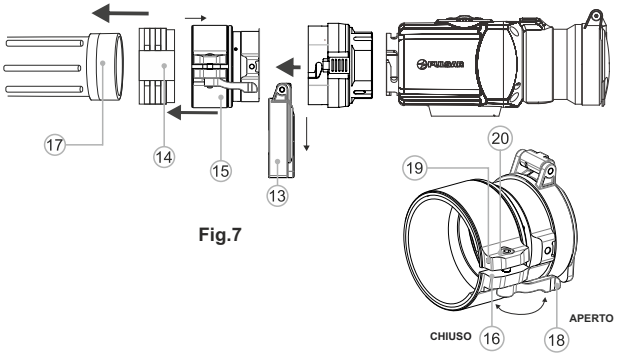

Fig.7
- Posizionare l'inserto **(14)** nell'adattatore **(15)** a fondo **(vedi fig.7).**
- Installare saldamente l'adattatore con l'inserto sulla lente dell'obiettivo **(17)** del cannocchiale diurno **(fig. 7)**.